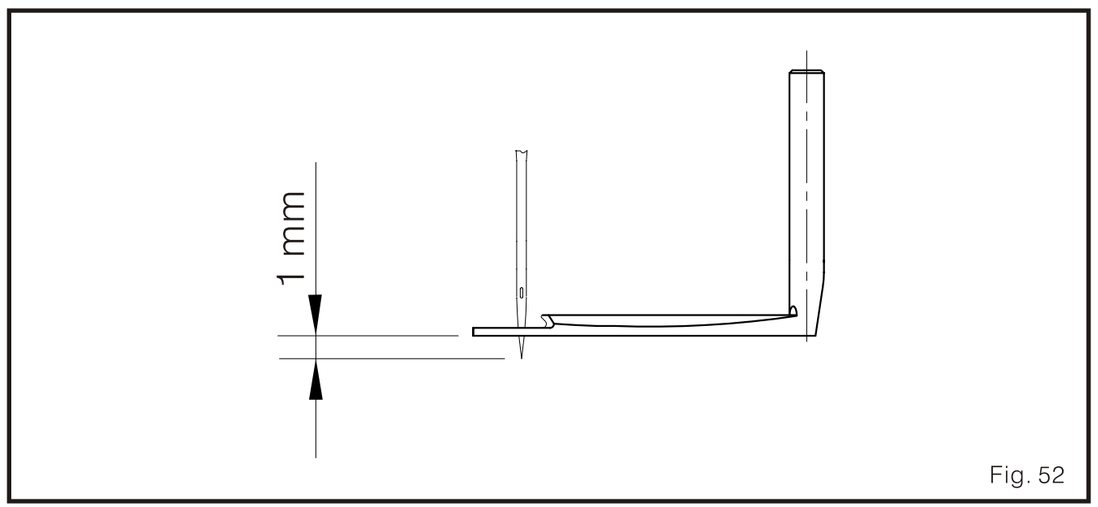

Fig. 52
(1) Altura: Cuando la barra aguja esta en el punto muerto superior, la punta de la aguja izquierda debe exceder la altura del distribuidor (UT99) por 1mm. (Fig.52)